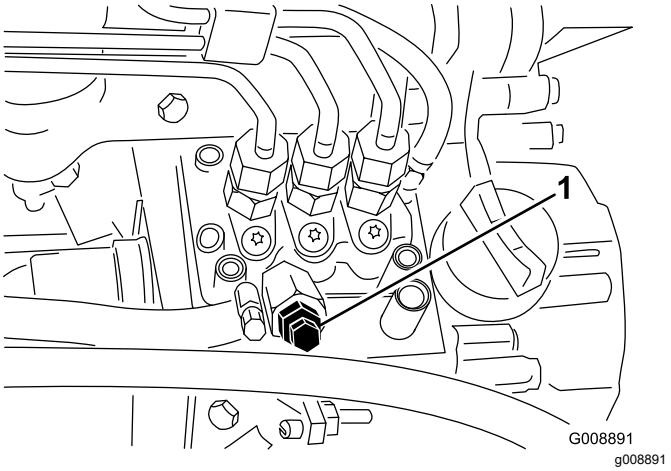

Figur 39
3. Åpne lufteskruen på pumpen for drivstoffinnsprøyting (Figur 39).